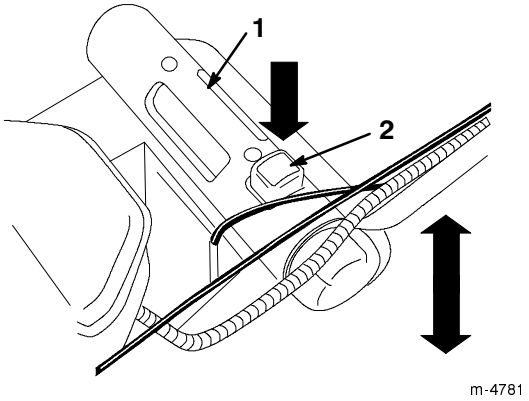

Bild 13
4. Drücken Sie die rote Taste am Schnitthöhen-Einstellgriff und halten sie gedrückt, um die Schnitthöhe nach oben und unten zu verstellen (Bild 13).